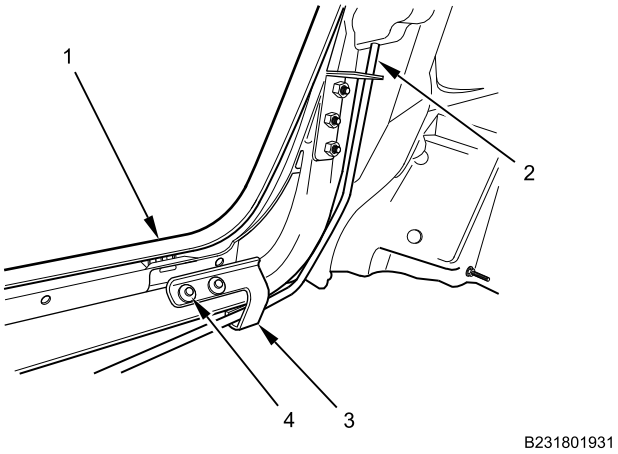

Figure 15. Torsion Assist Bar and Bracket.
10. Insert hood torsion assist bar (Figure 15, Item 2) in each side of hood (Figure 15, Item 1). Position bracket (Figure 15, Item 3) and install two bolts (Figure 15, Item 4).